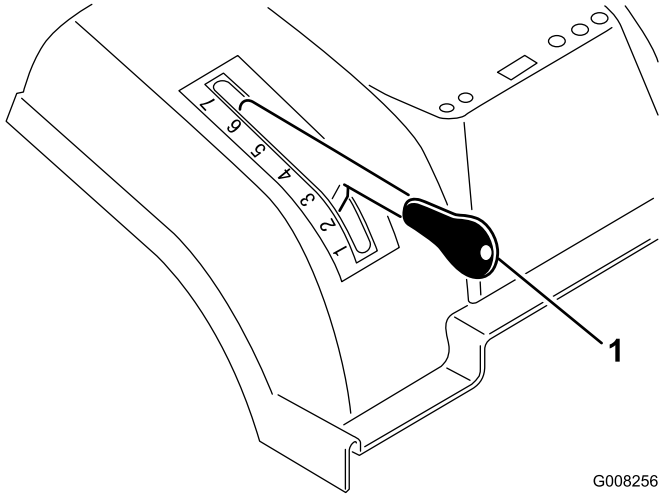

Figuur 8
1. Druk op de knop op de grashoogtehendel en houd de knop ingedrukt (Figuur 8).